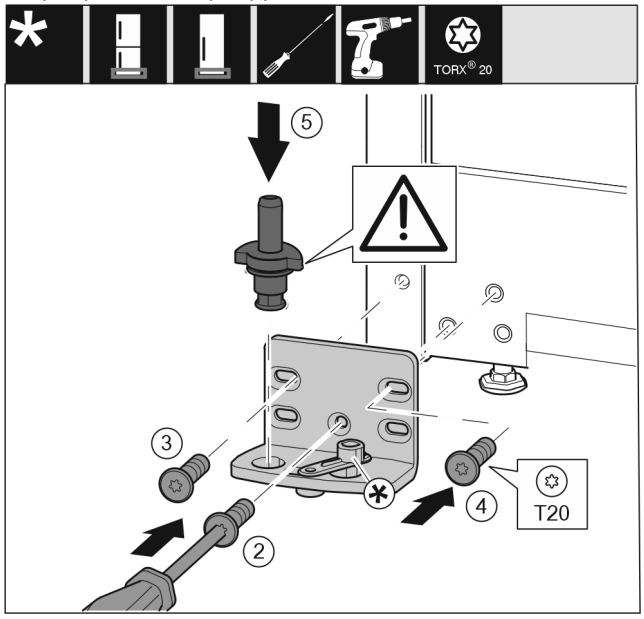

Fig. 16
▶ Установите опорный кронштейн с другой стороны и прикрутите с помощью отвертки. Начинайте с винта *Fig. 16 (2)* снизу в центре.
▶ Затяните винт *Fig. 16 (3)* и винт *Fig. 16 (4)*.
▶ Снова установите опорный палец *Fig. 16 (5)* в сборе. При этом проследите за тем, чтобы выступ фиксатора был направлен назад.